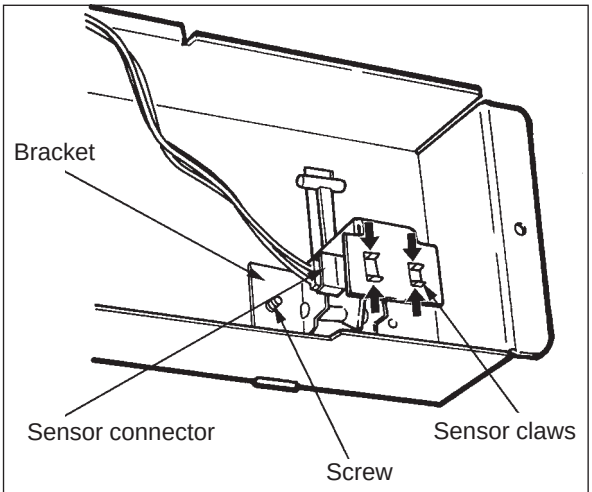

Fig. 5.10-2
(6) Then fit both pins of the actuator into the cut-outs of the bracket and fit the end of the spring in the groove of the bracket.
(7) Reinstall the bracket to the sensor cover with a screw.
- Both ends of the bracket should be fitted into the slits in the cover. See Fig. 5.10-2.